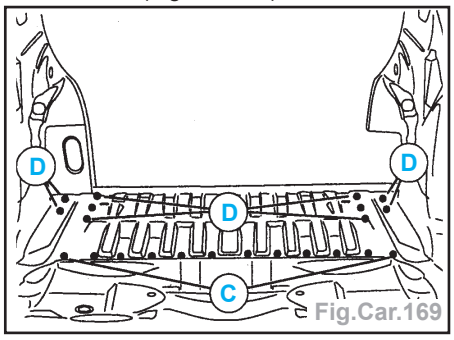

Fig.Car.169
- par points bouchons au MIG (suivant **C**) et meuler (Fig.Car.169),